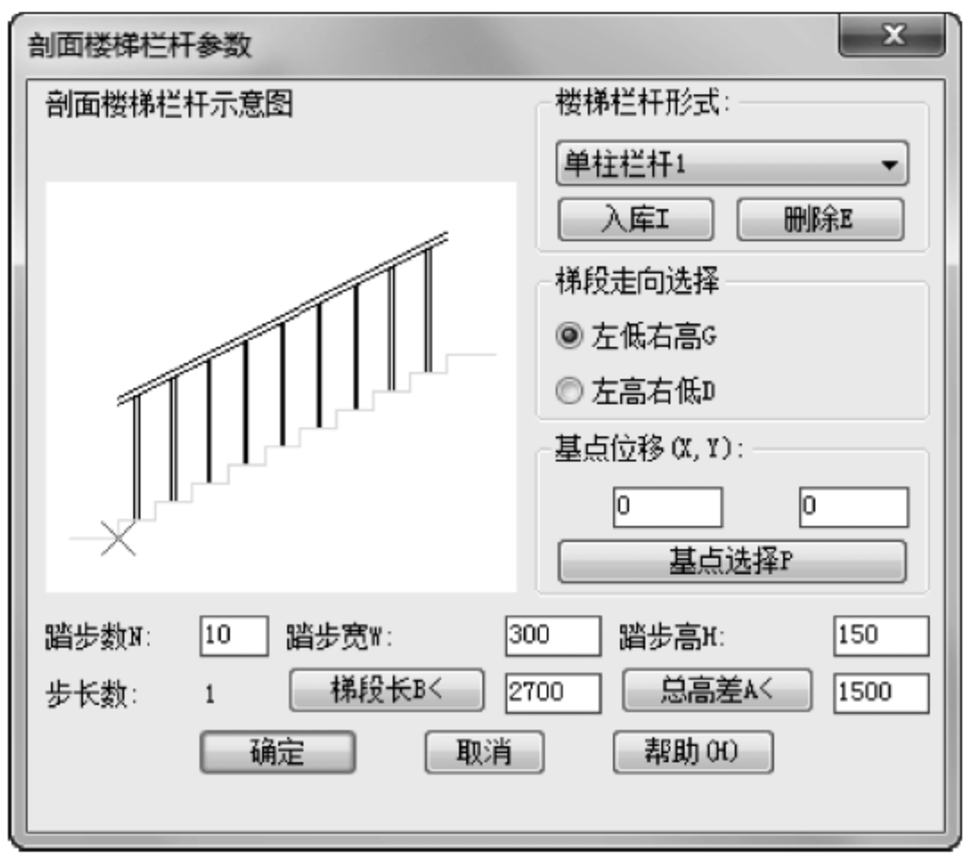

图 16-29　“剖面楼梯栏杆参数”对话框
打开“剖面楼梯栏杆参数”对话框，如图 16-29 所示。
(1) 单击菜单中的“剖面”→“参数栏杆”命令，此时界面出现“剖面楼梯栏杆参数”对话框，具体数据如图 16-29 所示。单击“确定”按钮，命令行提示如下。